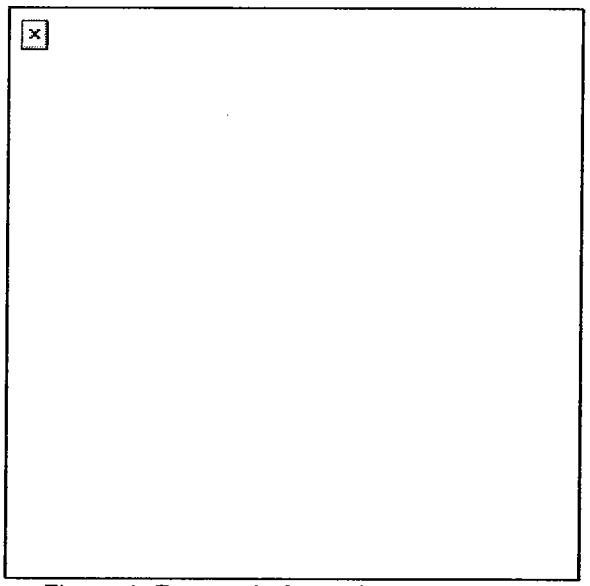

Figure 1. Removal of round or spent case.
1. Place the safety switch on the safe (S) position.
a. Insert the tip of a cleaning rod through the right hand rail as close to the bolt face as possible (Figure 1).